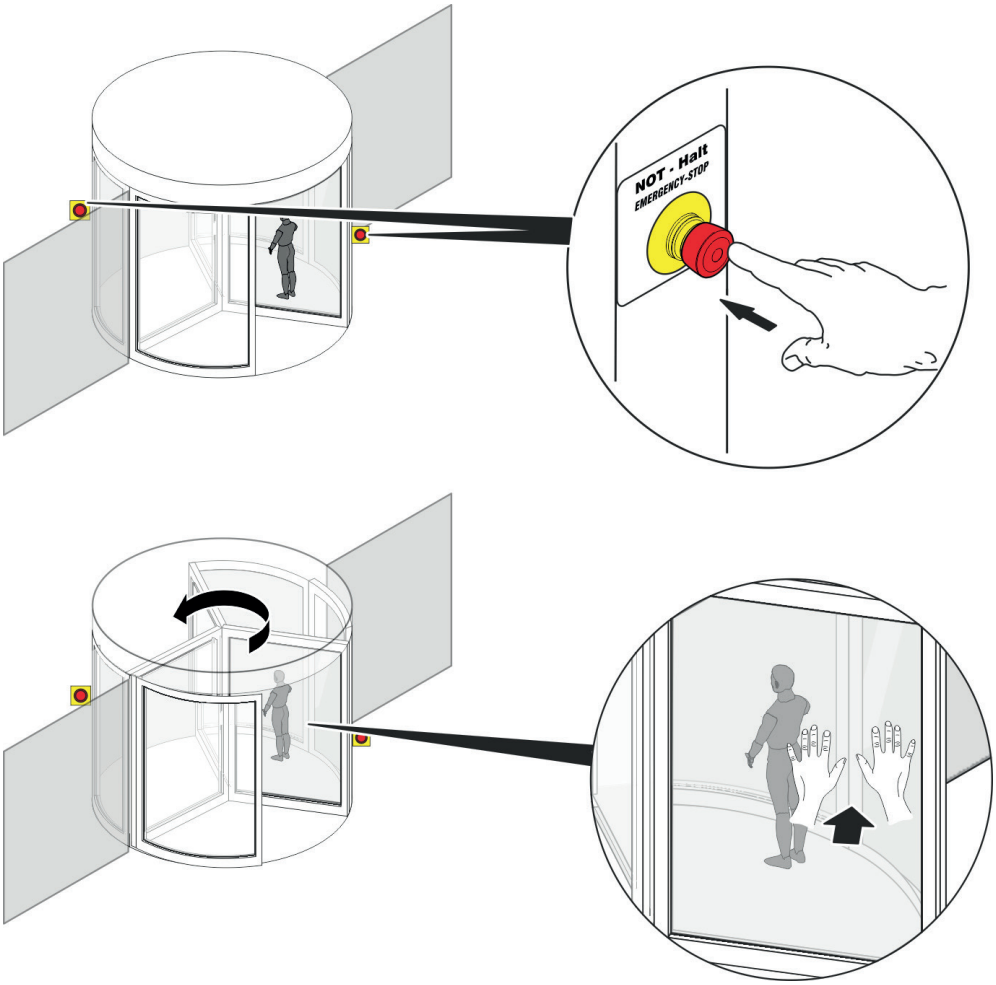

Abb. 3 **En cas d'urgence**
1. Appuyer sur l'interrupteur d'arrêt d'urgence (Abb. 3) à l'entrée ou à la sortie.